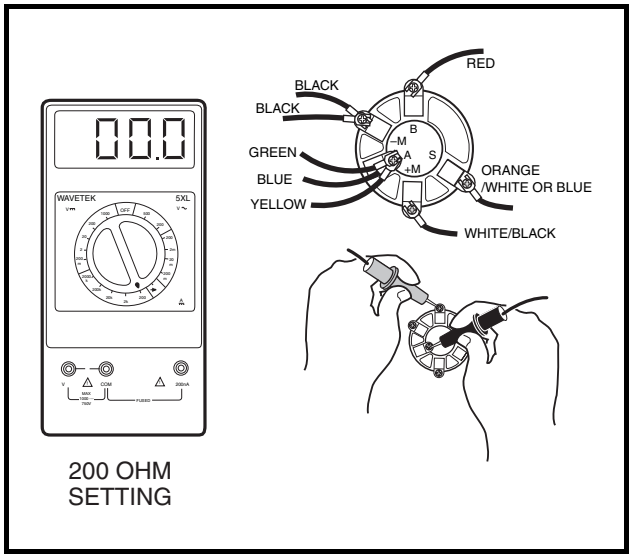

Figure 11-15 Key Switch Test – Accessory Terminal
4. Insert the key and turn the switch to the ON position. With the multimeter set to 200 ohms, place the red (+) probe of the multimeter on the (B) terminal and the black (–) probe on the (A) terminal of the key switch **(Figure 11-15, Page 11-21)**. The reading should be continuity. If the reading is incorrect, replace the key switch.